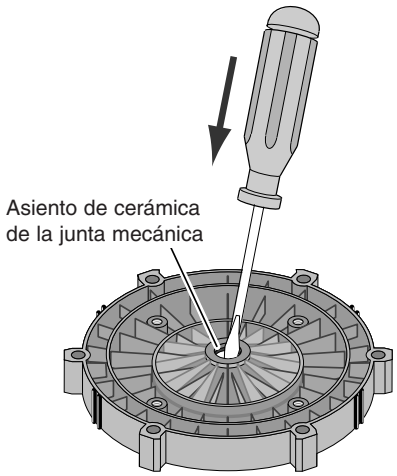

Figura 6
9. Coloque la placa de estanquidad hacia abajo sobre una superficie plana y golpetee para sacar el asiento de cerámica. (Figura 6).